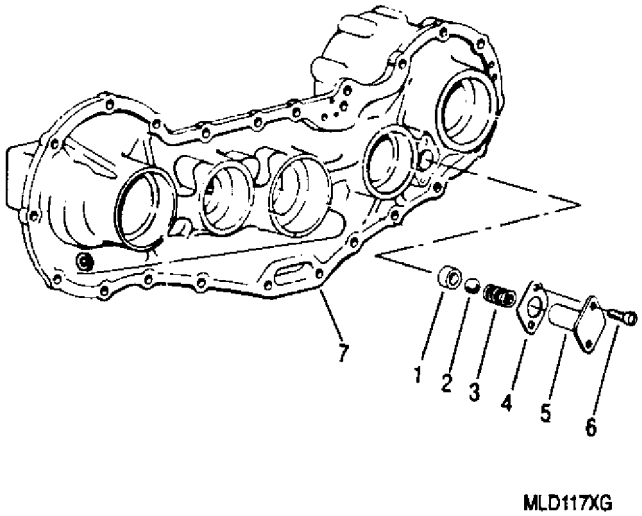
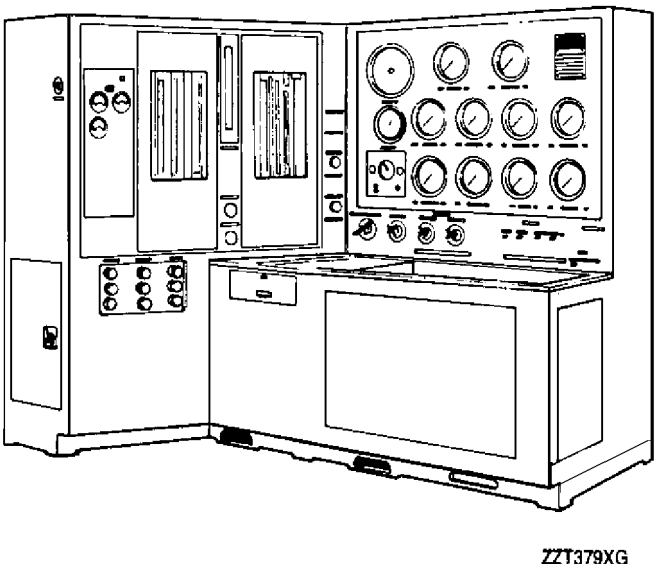

Figure 5. Filter Bypass Valve Installation Details
Figure 6. Fuel Accessories Test Stand 6799866
a. Install seat (1, figure 5), ball (2), spring (3), gasket (4) and body (5) in cover (7).
b. Install screw (6). Torque screws to 22−26 lb in. and lockwire. (QA)
(1) Install assembly on 6799866 test stand (figure 6) and plug the filter cavity oil in passage.
(2) Attach fixtures to the cover so that the oil filter is up and tilted.
(3) Attach test hose and apply MIL−C−7024 calibrating fluid at 70 − 90°F (21 − 32°C) to the pressure oil passage on the oil pump mounting pad at 10 psi.
(4) Leakage past the bypass valve must not exceed 6 cc per hour. Duration of test shall be at least five minutes.